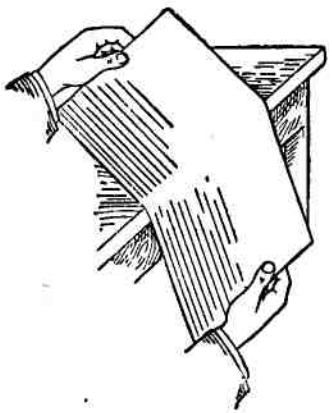

Рис. 3. Протягування картону перед склеюванням з нього каркасів для котушок.
**Виготовлення варіометра.** Основною деталлю приймача є варіометр, який треба виготовити самому. Варіометр складається з двох котушок — більшої $L_1$ та меншої $L_2$. Котушка $L_1$ закріплюється у приймачі нерухомо, а котушка $L_2$ міститься на осі і може обертатися всередині котушки $L_1$. Обидві котушки намотуються на каркасах циліндричної форми, виготовлених з картону або цупкого паперу. Каркаси виготовляються в такий спосіб. Тонкий картон з легким натискуванням протягують впоперек кромки стола (рис. 3), внаслідок чого він стане цупкішим і вгинатиметься з одного боку. Отже, з нього легко можна склеїти циліндр потрібного діаметра. Місце склеювання каркаса на час просихання треба міцно закріпити, затиснувши чим-небудь каркас. Для склеювання каркаса з цупкого паперу (ватманського, олександрійського тощо) бажано виготовити з дерева круглу болванку, діаметр якої на 2—3 *мм* менший за діаметр котушки. На цю болванку туго намотують у кілька шарів папір, внутрішня сторона якого змащується клеєм. Після цього каркас обмотують кількома оборотами нитки, щоб скріпити його, і залишають для просушування. Просушений каркас звільняють від ниток і знімають з болванки. Внаслідок проклеювання каркас буде досить жорстким і міцним. Каркасів треба виготовити два: один діаметром 90 *мм*, довжиною 70 *мм*, другий діаметром 60 *мм* і довжиною 30 *мм*.